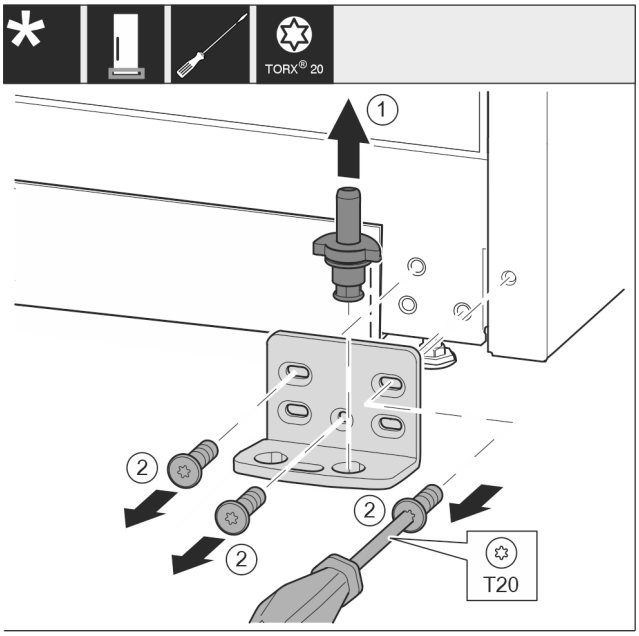

Fig. 17
- ▶ Lift the bearing pin completely upward and pull it out. *Fig. 17 (1)*
- ▶ Take out the screws with a T20 screwdriver and take off the bearing bracket. *Fig. 17 (2)*